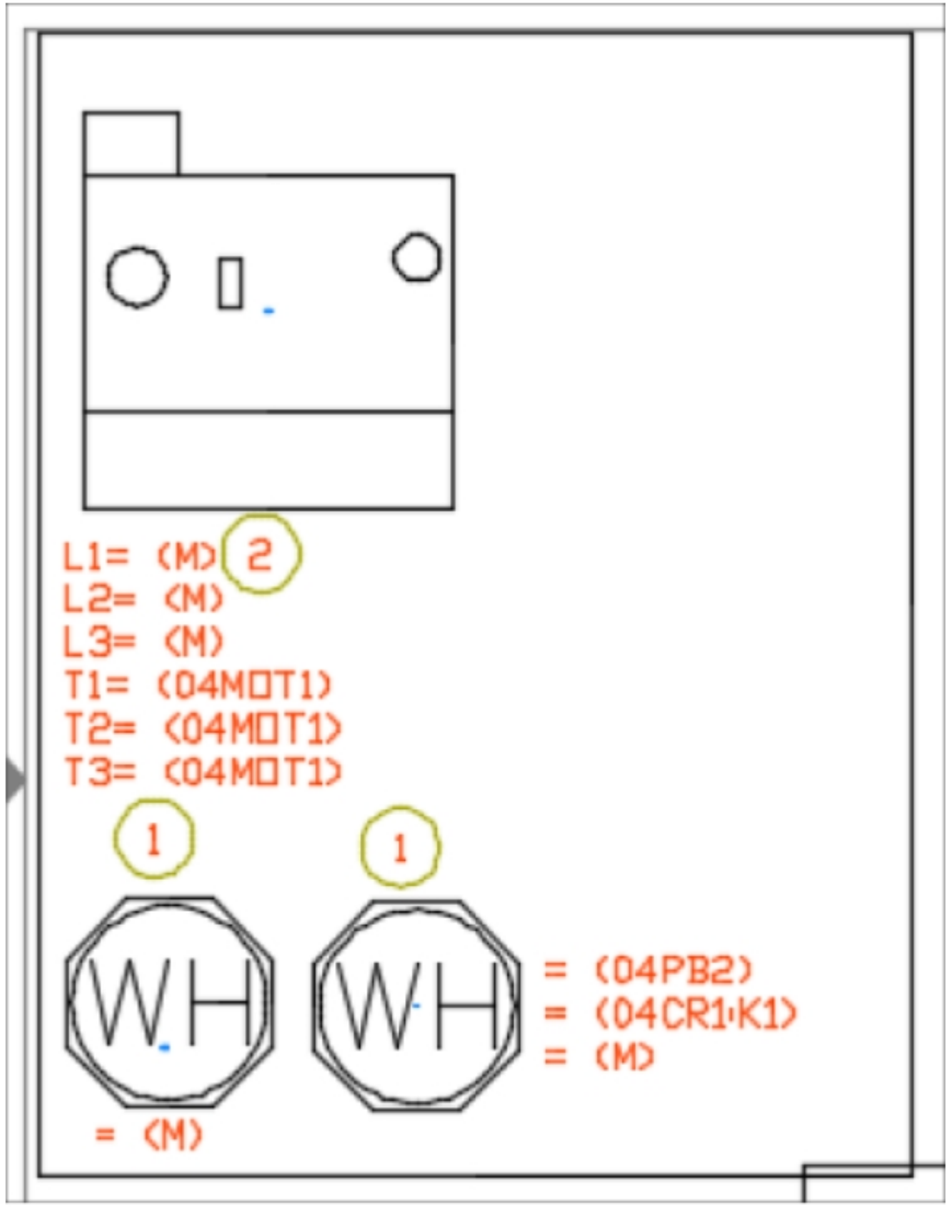

Figure-75. Panel drawing for Practical 1
- Similarly, insert the other components of the user panel and assign balloons as discussed in the chapter. After adding all the components and balloons, the panel layout will be displayed as shown in Figure-75.